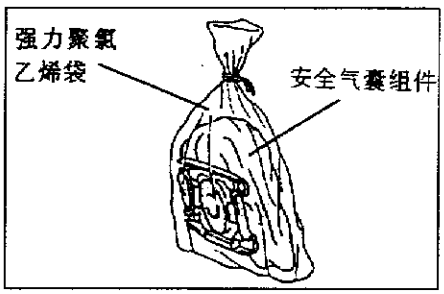

图 8－2－12
(4)紧紧地封住装有废弃安全气囊组件的强力聚氯乙烯袋，如图 8－2－12 所示。